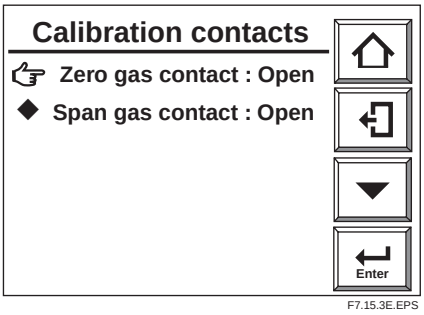

Figure 7.15.3 Calibration Contact Check Display
(1) Referring to Section 7.11.1, display the contact check display.
(2) Select the Calibration contacts to display the panel display as Figure 7.15.3 shows.
(3) Open the zero-gas contact and the span-gas contact. This will help check the automatic calibration unit and wiring connections.